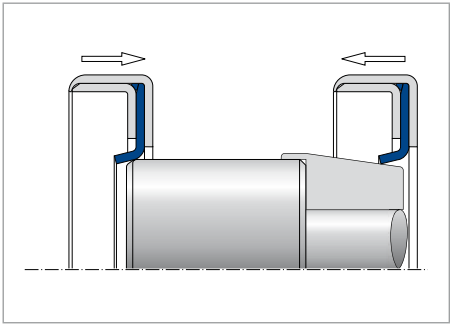

Abb. 51 Montage eines Simmerrings mit Dichtlippe aus PTFE
- Bei Montage über die Nut einer Nut- und Federverbindung auf der Welle muss die Nut mit einer Schutzkappe abgedeckt sein (→ Abb. 51), um eine Verletzung der Dichtlippe zu vermeiden.
Wichtig ist, dass die Dichtlippe aus PTFE speziell bei der Montage mit der Stirnseite in Montagerichtung nicht beschädigt wird. Empfohlen wird die Verwendung eines Montagedorns mit einer Auflaufschräge von 10° ... 15° (→ Abb. 51).